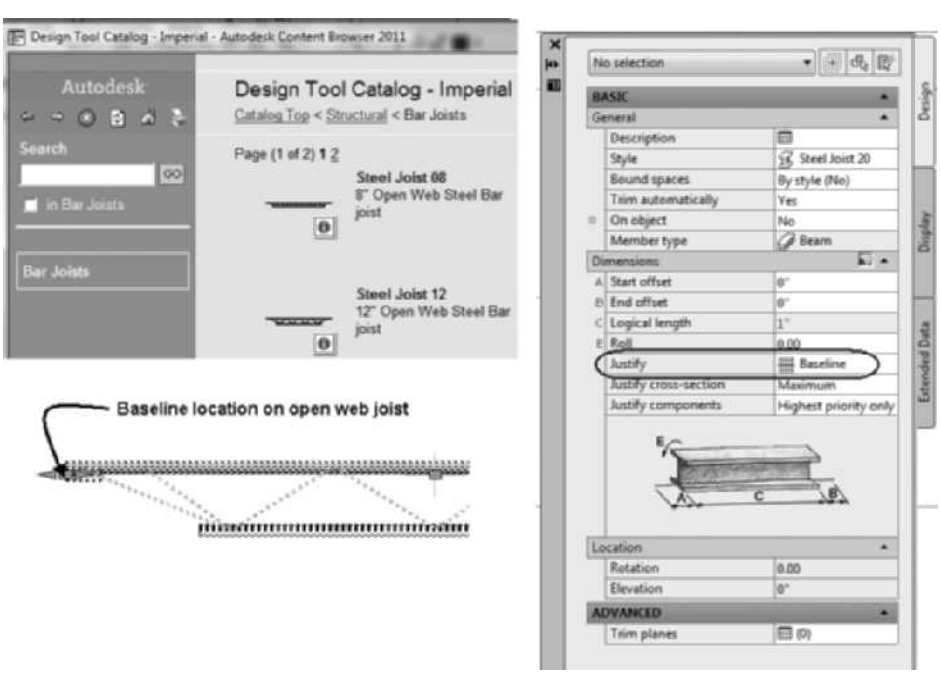

FIGURE 13.18 *Baseline location of a bar joist*
The tools for creating open web joists are located in the Bar Joists category. This catalog is accessed from the Content Browser in the Design Tool Catalog - Imperial > Structural category. Bar joists are *not* included in the Design Tool Catalog - Metric. The bar joist tools can be i-dropped from the catalog to the current drawing. When a bar joist tool is i-dropped into the drawing, the style will be included in the **Style** list of the Properties palette for a Beam. Therefore, additional joists can be added using the **Beam** tool with the Bar Joists style assigned in the Properties palette. The **Baseline** justification should be used when placing bar joists, because the baseline is located at the bearing surface of the bar joist, as shown in Figure 13.18.
3. Select the **Structural > Bar Joists** catalog as shown in Figure 13.18.